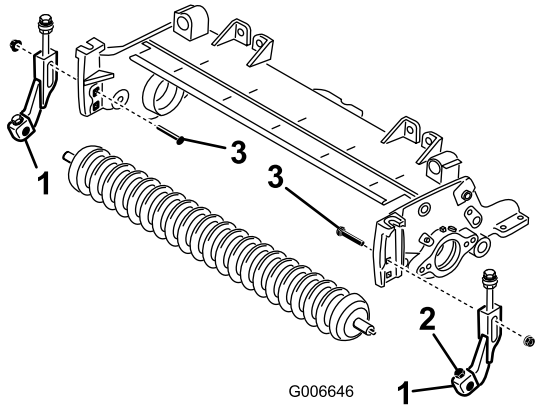

Figure 6
les boulons de carrosserie retirés précédemment et (2) écrous à embase (3/8 po) neufs, en les positionnant comme montré à la Figure 6.
11. Centrez le rouleau entre les supports de hauteur de coupe et fixez-le en place avec les vis et contre-écrous situés sur les supports (Figure 6).